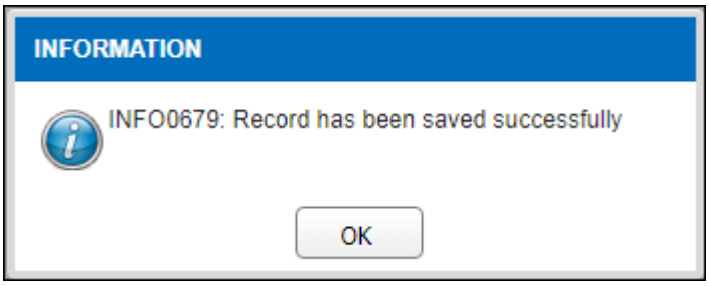

Figure 3.11-11 Alert Message
- *If click on the* Yes *button, record will be save and alert message will be pop up as shown in Figure 3.11-11.*